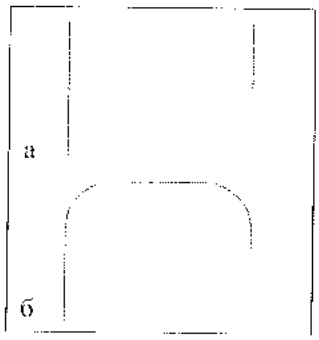

Рис. 8.8. *Использование сопряжения при построении отрезков*
- *отрезок (Line)* по двум конечным точкам. Если установлен флажок **Radius** и в поле справа задано значение радиуса, то при построении из концевой точки следующего отрезка их соединение будет сопрягаться с указанным радиусом (рис. 8.8). Команда построения отрезков не заменяется.